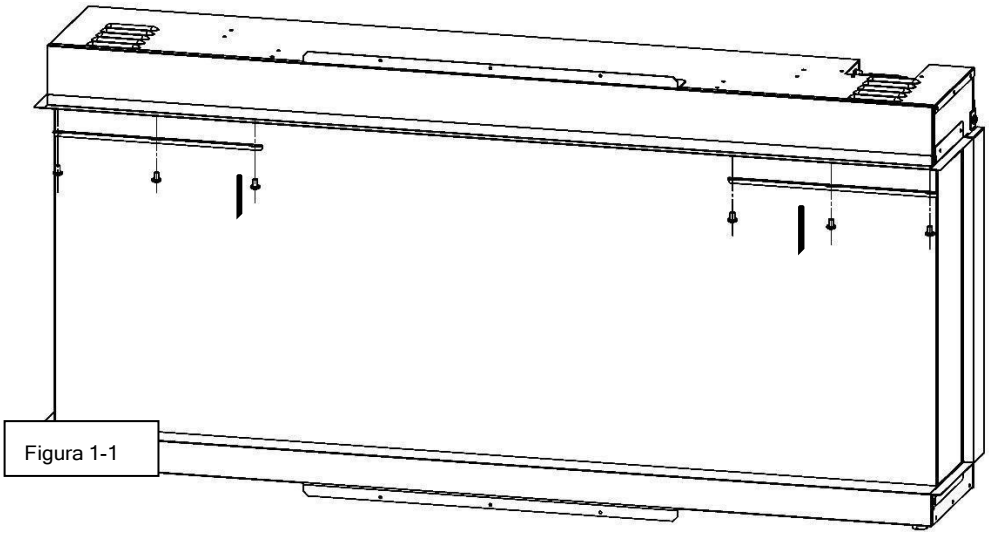

Figura 1-1
- Con una mano en el vidrio frontal para evitar que se caiga, quite los seis tornillos (tres por lado) y los dos soportes(uno por lado) de la parte inferior del área de visualización de la chimenea. (Figura 1-1). Deje los tornillos y los soportes a un lado.